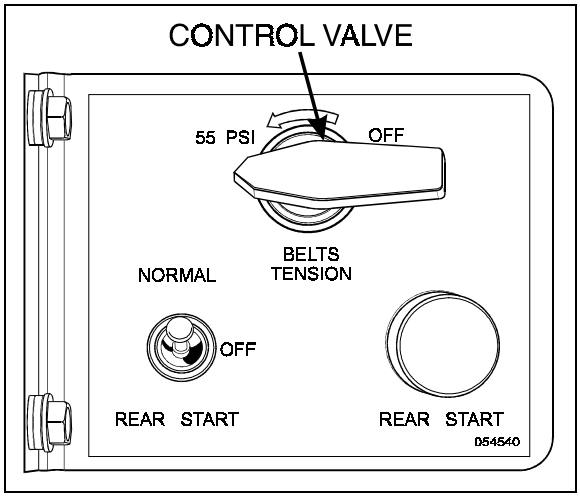

FIGURE 14: ENGINE COMPARTMENT 01044
4. Locate the belt tensioner control valve (Fig. 14). Turn handle clockwise in order to release pressure in belt-tensioner air bellows and loosen belts. Remove the belts.